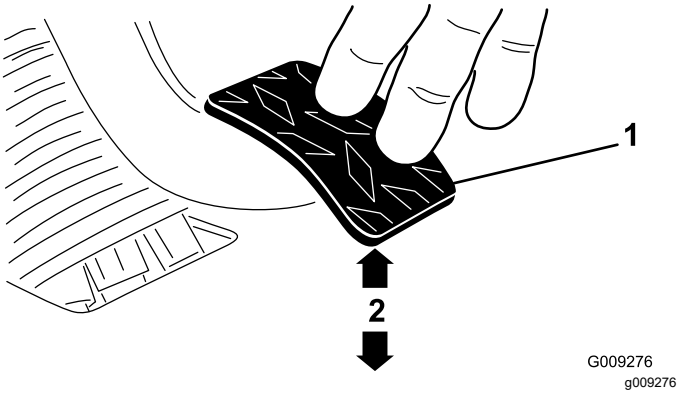

Figur 69
3. Justera kontramuttrarna eller kulleden så att den bakre kanten på kopplingspedalen är 9,2–9,8 cm från ovansidan av golvplattans diamantmönster när en kraft på 1,8 kg appliceras på pedalen (Figur 69).